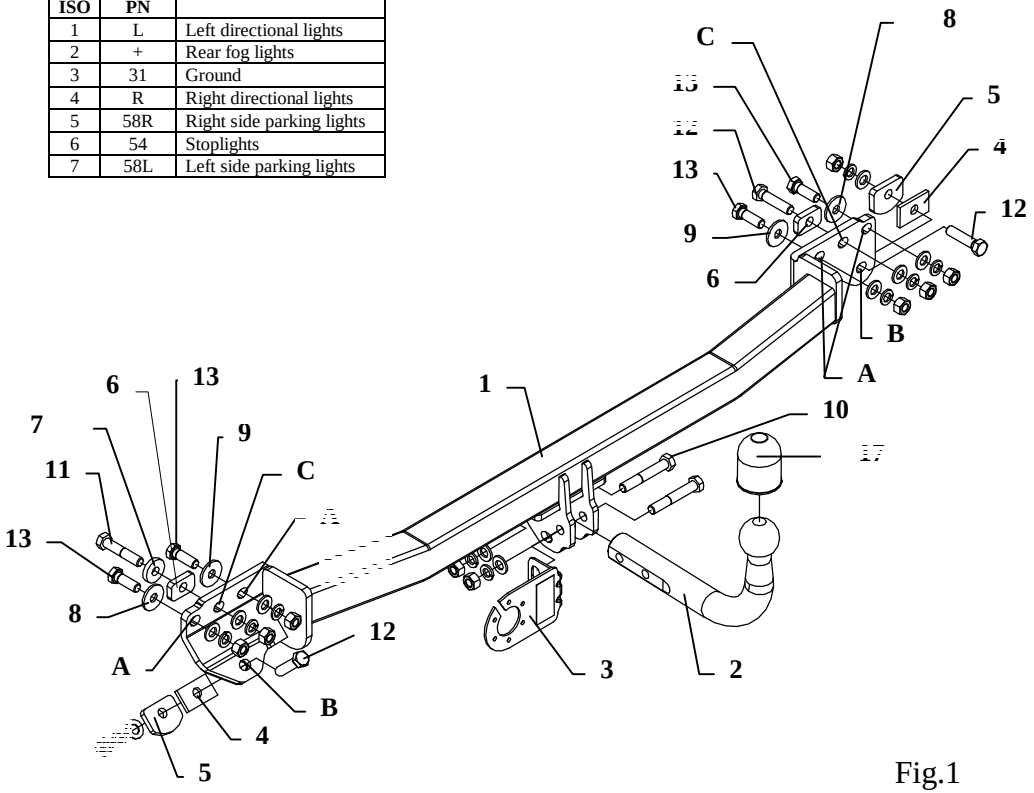

Fig.1
2. Put towing hitch (pos. 1) to rear part of car in that way so holes (pos. A) agree with ptotruding pins and holes (pos. B) with original tow brackets. In point (pos. B) fix using bolts M12x50mm, use washers (pos. 4 and 5). NOTE! Tight close towing hitch to rear part and tow brackets.
4. Fix towing hitch through drilled holes – see fig. 1 (use distnance washer (pos. 6) in point C.
6. Fix tow-ball (pos. 2) and socket plate (pos. 3) using bolts M12x75mm (pos. 10) from equipment.